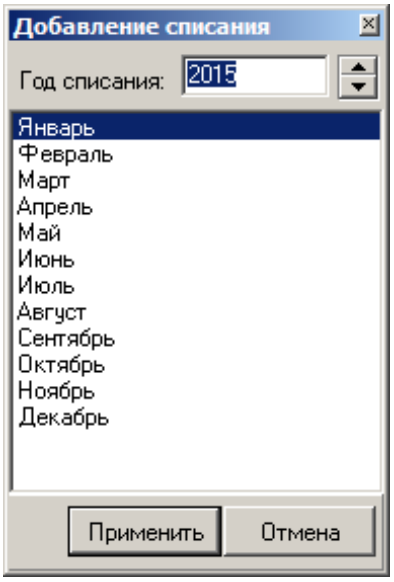

Рис. 4. Создание списания
38. После этого в диалоговом окне (см. рис. 4) выберите отчетный период (год и месяц) и нажмите **Создать списание**.